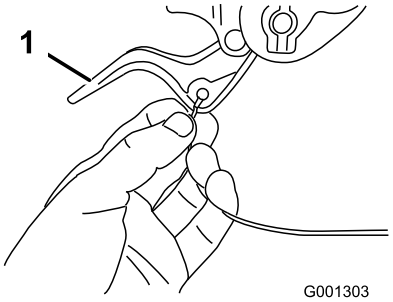

Bild 6
2. Verlegen Sie entweder das rechte oder linke Kabelende über den unteren Griff und stecken Sie das Kabelende in das Loch am entsprechenden Radkupplungshebel (Bild 6).